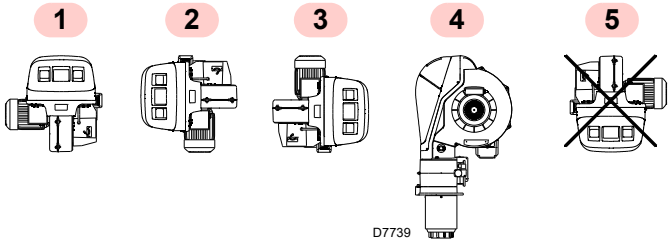

Fig. 13
- ➤ The burner is designed to operate only in positions **1**, **2**, **3** and **4** (Fig. 13).